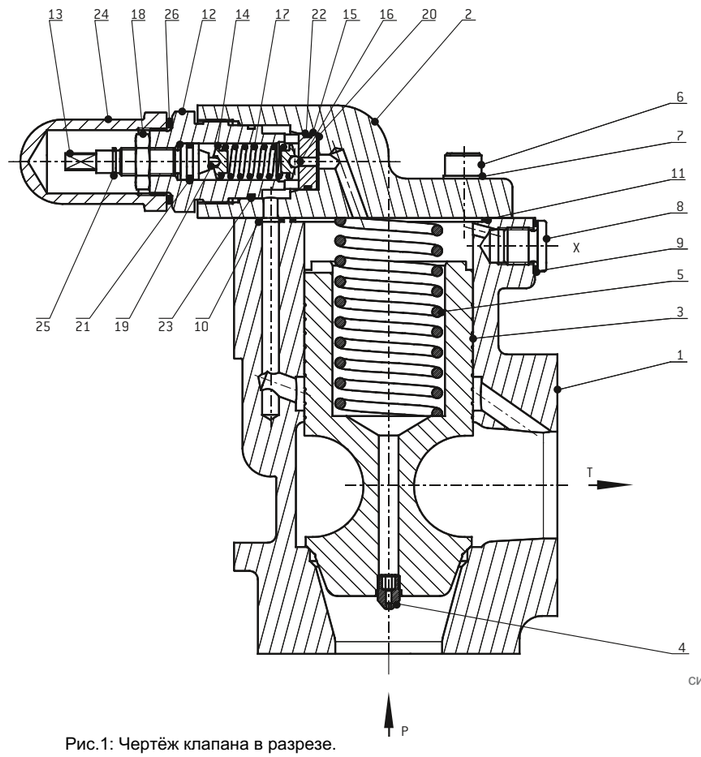

Рис.1: Чертёж клапана в разрезе.
Предохранительные клапаны DB9 представляют собой гидравлически управляемые клапаныс метрическими соединениями SAE. Обычно клапаны состоят из основного корпуса клапана (1), поршня (3), наконечника (4) и пружины сжатия (5) с прикрепленным контрольным блоком (2, 12-26), см. рис. 1. Шарик (20) уплотняет отверстие в шайбе (15). Наконечник в поршне позволяет небольшому потоку масла уравновешивать давление между впускным отверстием клапана и пружинной камерой. Разница в диаметре между направляющей поршня и седлом клапана создает гидравлическую силу. Эта сила поддерживает пружину при закрытии поршня.